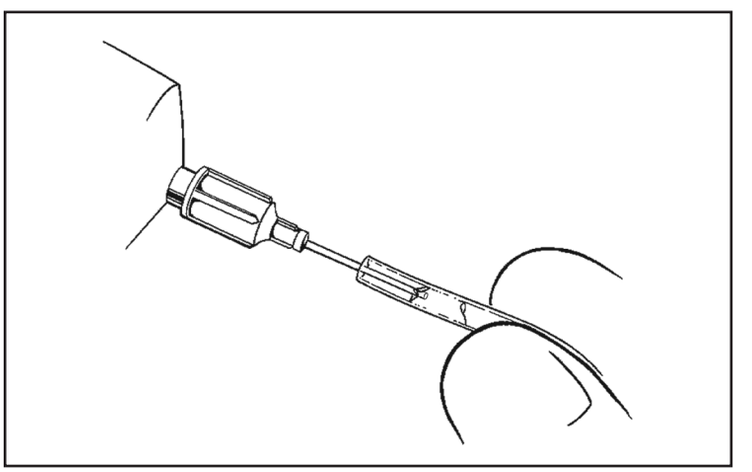

Figure 29. Flush tubing
20. Flush the cylinder tubing with sterile normal saline using a 22-gauge blunt tip needle on a 10 mL syringe (Figure 29).